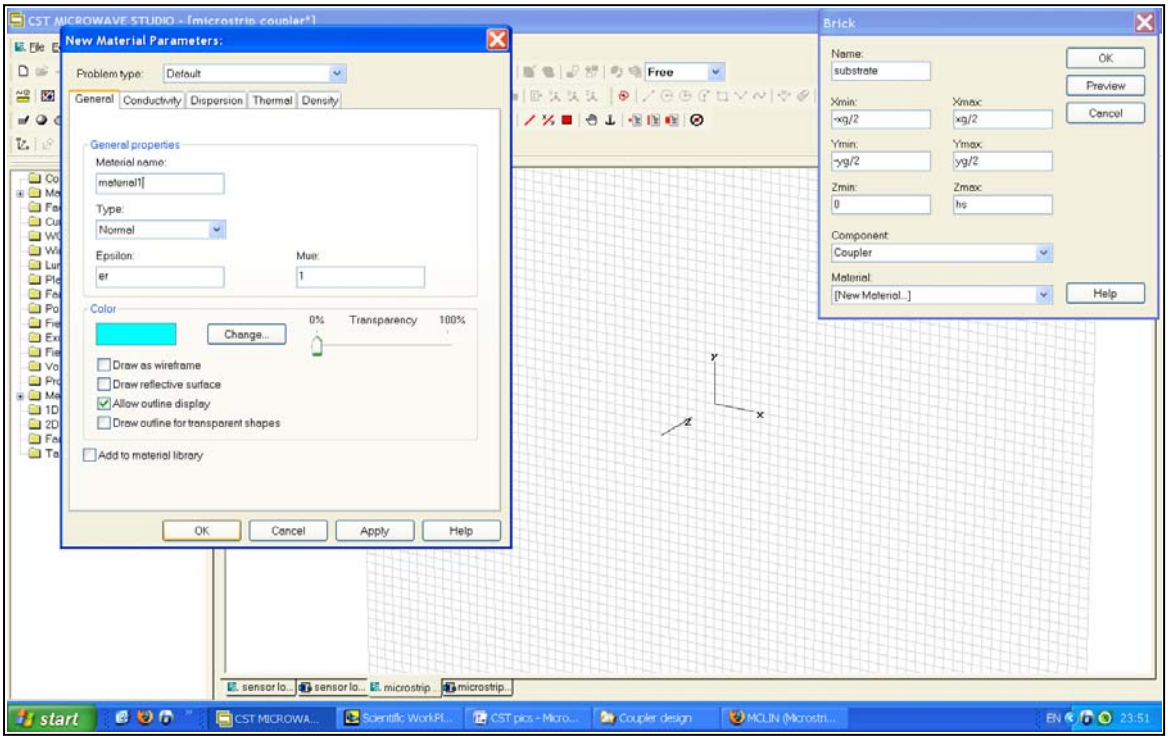

Figure 2 - Building the substrate with a new material.
3. Create the substrate break, as shown in Figure 2.